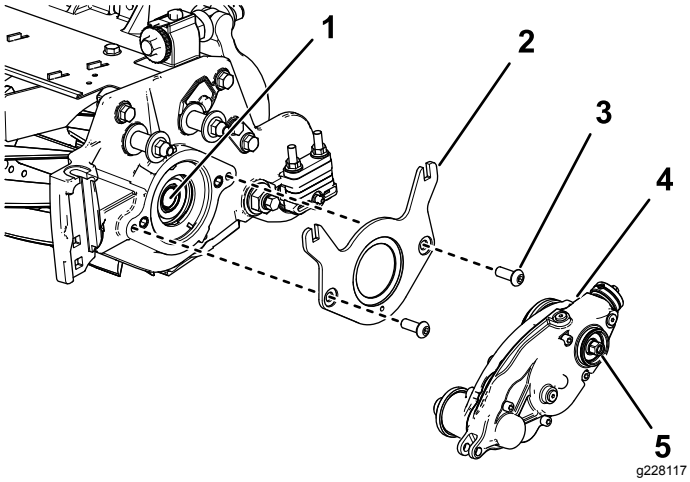

Bild 8
2. Befestigen Sie die Ballasthalterung mit zwei Sechskant-Halbrundkopfschrauben (⅜" x ¾") an der Spindel, wie in Bild 8 abgebildet.
3. Tragen Sie Gewindesperrmittel mittlerer Stärke (z. B. Blue Loctite® 243) auf das Gewinde der inneren Spindelwelle auf (Bild 8).
4. Befestigen Sie den Groomerantrieb mit der Sechskantschaube am Groomerantrieb an der Spindelwelle (Bild 8).